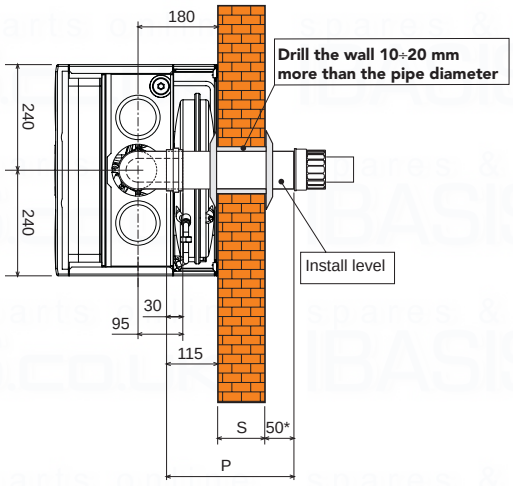

fig. 9a
4. If necessary, cut the end pipe to size, ensuring that the external pipe protrudes from the wall by between 10 and 60 mm (Fig. 9a and 9b). Remove the cutting burrs.